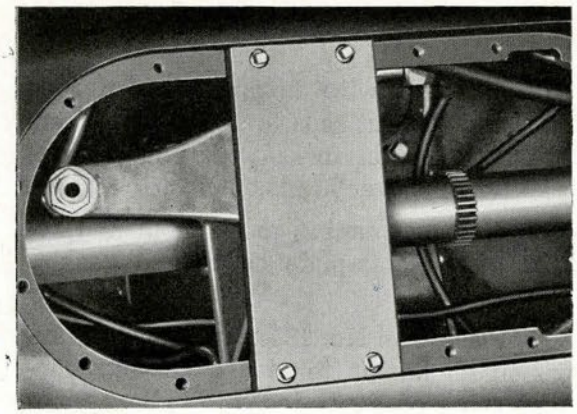

Figure 312
1. Install aligning fixture (SG 2851) in gyro door flange and secure with holding screws (Fig. 312). **(456)**